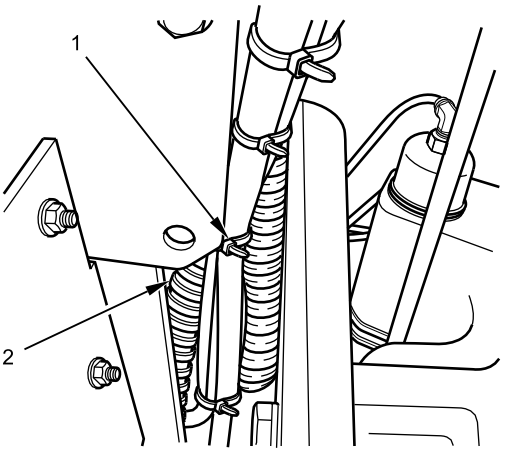

Figure 12. Transfer Case Oil Cooler Return Hose Routing.
10. Install new cable lock strap (Figure 12, Item 1) on bundle that includes transfer case oil cooler return hose (Figure 12, Item 2) on left frame rail behind transfer case mounting bracket.